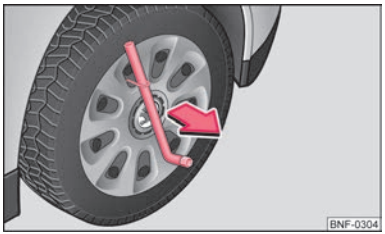

Fig. 102 Remove the full wheel trim
– Slide the wheel wrench (or similar) through the wire clamp and remove the full wheel trim in the direction of the arrow ⇒ Fig. 102.